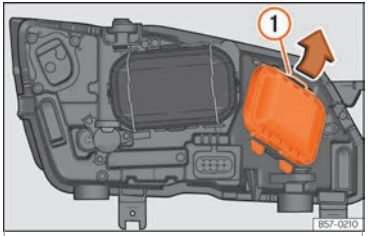

Abb. 57 Im Motorraum: Abdeckung entfernen.
- Die Strebe ››› **Abb. 57** ① in Pfeilrichtung verschieben und den Deckel abnehmen.